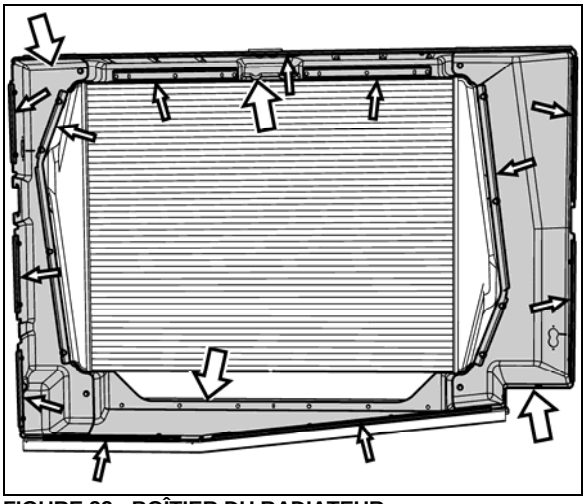

FIGURE 22 : BOÎTIER DU RADIATEUR
9. Démonter le boîtier d'étanchéité du radiateur (Figure 22).